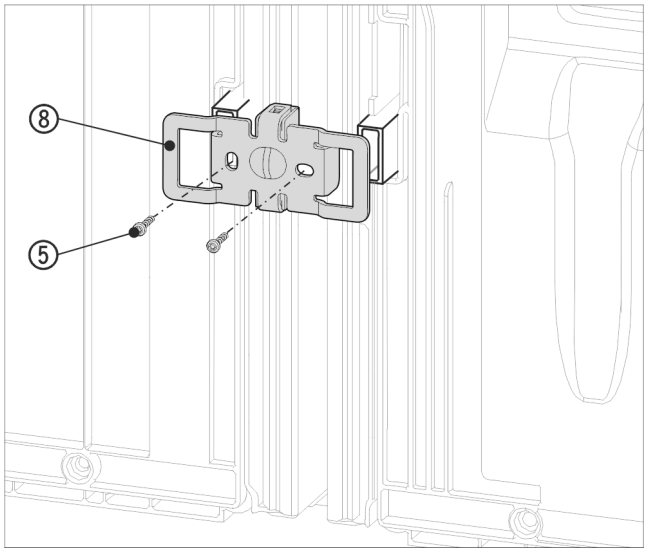

Fig. 19 Zobrazení příkladu
▶ Úhelník *Fig. 19 (8)* znovu zasuňte vybráním přes úchyt pro vymezovač odstupu od stěny.
▶ Přišroubujte pomocí 2 šroubů *Fig. 19 (5)*.